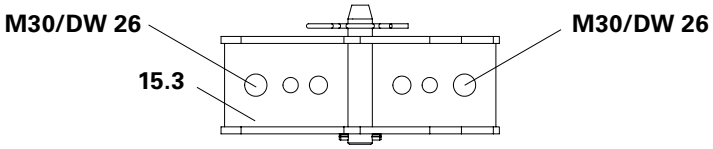

Fig. B3.09
Connecting the Base Plate HD (15.3) to the Screw-On Cone M30/DW 26 (21). (Fig. B3.09)